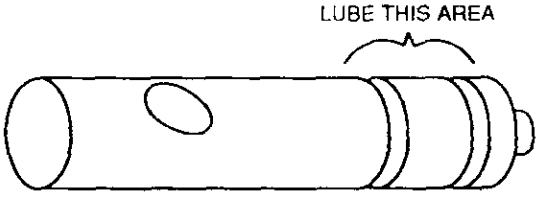

FIGURE 10
All parts that have been removed for cleaning must be lubricated at the points indicated before assembly. (See Figure 10.) Use only Petrogel, orange oil, or other approved lubricants. DO NOT use other than a food approved lubricant.
1. Reinstall the o-rings in the spigot plunger and apply lubricant to both o-rings. Then, smooth the lubricant into the grooves and over the complete plunger assembly. (See Figure 10).